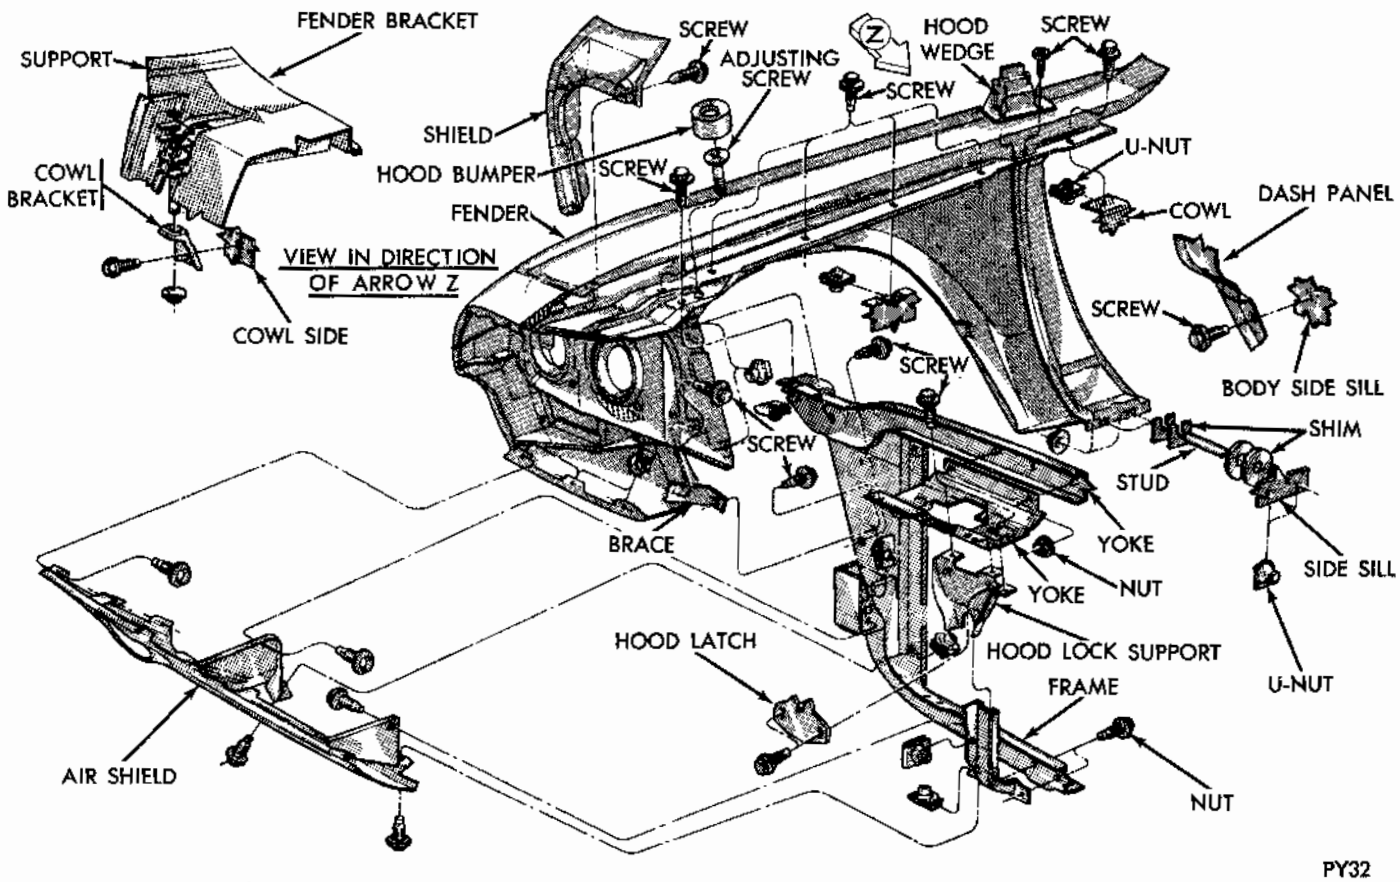

Fig. 9 - Fender Attachment
(1) Disconnect battery ground strap.
(2) Tape leading edge of front door and cowl to fender area to avoid damaging paint.
(3) Remove front bumper assembly.
(4) Disconnect head lamp wires and remove grille extension to fender nuts.
(5) Remove fender to cowl, floor sill, wheelhouse and radiator yoke nuts and screws (Fig. 9).
(6) Remove fender assembly and if necessary, mouldings, ornamentation and headlamp assemblies.